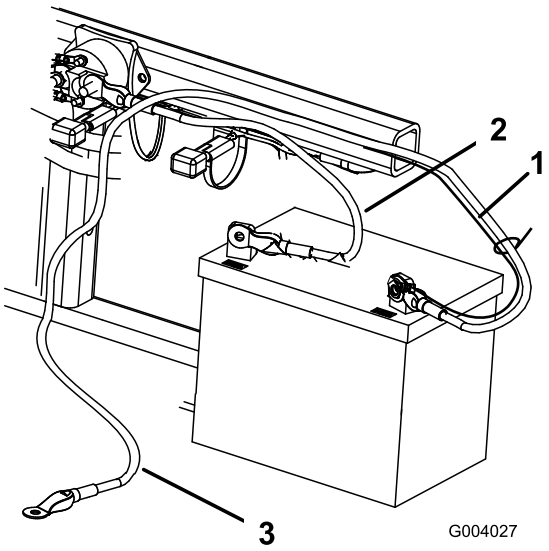

**Figuur 5**
2. Bevestig de pluskabel (rood) aan de pluspool (+) met een 1/4 x 5/8 inch bout en een borgmoer (Figuur 5).
3. Bevestig het zwarte kabeltje en de minkabel (zwart) aan de minpool (-) van de accu met een bout (1/4 x 1/8 inch) en een borgmoer (5/4 inch) (Figuur 5).